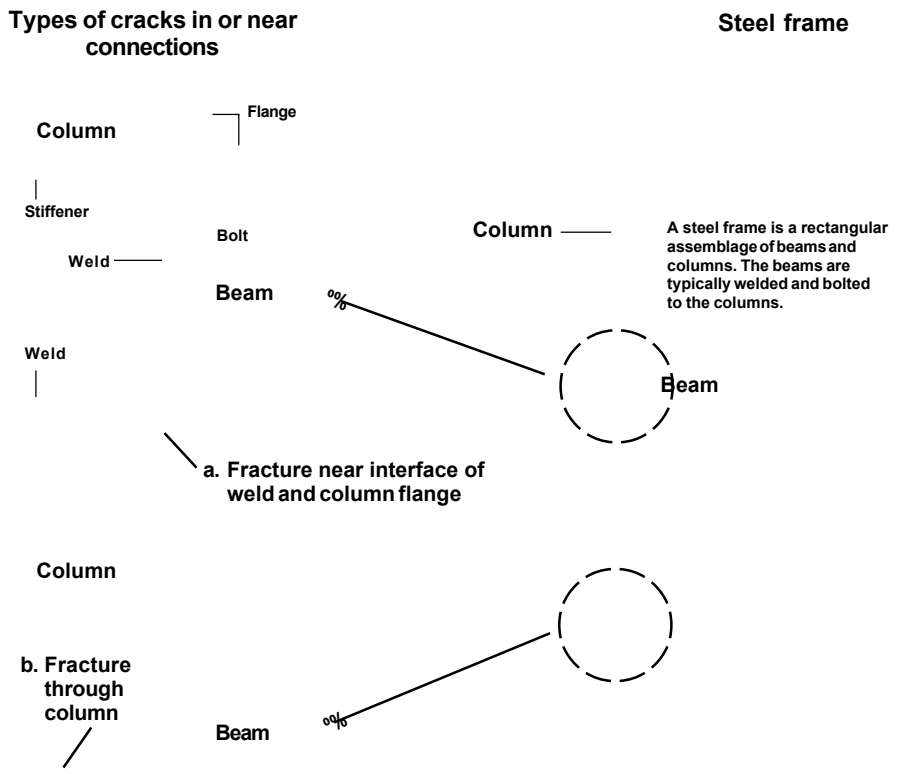

Figure 4–Steel frame. *Two types of cracks found in steel frame buildings after earthquakes.* (Adapted from photo provided by *Los Angeles Times.*)
In past earthquakes, fractures (cracks) occurred in steel frame buildings built before 1995 in two locations: (1) in welds and steel elements in or near steel beam-to-column connections (see figure 4 and top photo, page 9); and (2) in column base plates (see bottom photo, page 9). Such fractures are often small and hard to detect because they may be covered by fireproofing, interior walls and ceilings, and exterior facades. Slender or thin-walled steel braces can buckle prematurely in buildings built before 1982. The reasons for damage to steel members are not fully known but may include workmanship, design, welding procedures, and material characteristics.